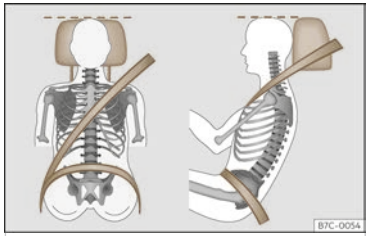

Fig. 18 Correct belt web and headrest positions
as the top of your head, as close to eye level as possible[1] >>> page 122. Keep the back of your neck as close as possible to the headrest >>> Fig. 18.
- Adjust the seat lengthwise so that you can press the pedals fully down with your knees slightly bent and there is a distance between the knee area and the dash panel of at least 10 cm (4 inches) >>> Fig. 18.